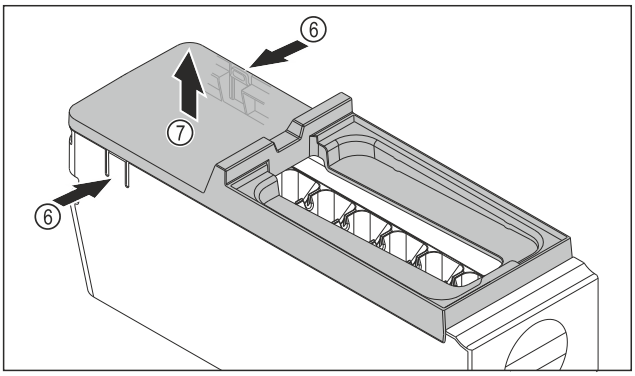

Fig. 111
▶ Removing the EasyTwist-Ice body cover: Push the tabs *Fig. 111 (6)* on both sides of the EasyTwist-Ice body with one hand.
▶ Use the other hand to remove the cover *Fig. 111 (7)* upwards.